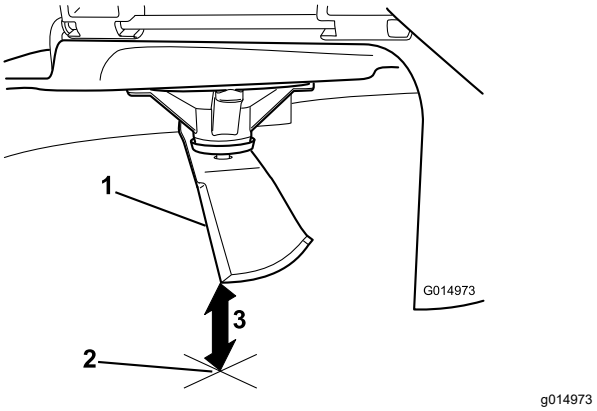

Figuur 60
5. Meet de afstand tussen het uiteinde van het mes en de vlakke ondergrond (Figuur 60).